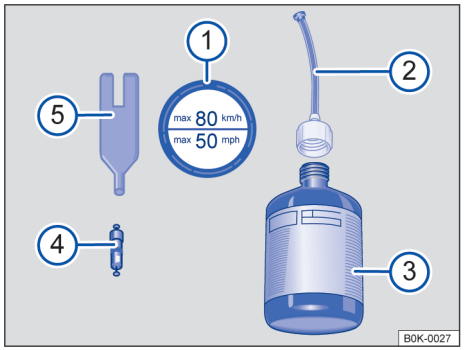

图 153 轮胎应急套件的组件（示意图）
轮胎应急套件由以下组件构成 →图 153：
① 打开/关闭开关
② 充气泵
③ 胎压表
④ 轮胎充气软管
⑤ 泄压按钮
⑥ 12 伏电缆插头
气门芯扳手 →图 153 ⑤ 的下端有一个适合气门芯大小的槽口。用于将气门芯从轮胎气门中拧出和重新拧入。该槽口同样适用于备用气门芯 ④。
10. 将轮胎应急套件中的贴签 →图 153 ① 粘贴到仪表板上驾驶员的视野范围内。
– 用气门芯扳手 →图 153 ⑤ 将气门芯从轮胎气门嘴中拧出，然后放置到干净的垫子上；
– 将补胎胶瓶 →图 153 ③ 用力来回摇晃几下；
– 将充胶软管 →图 153 ② 旋盖端顺时针方向牢固拧到补胎胶瓶上。封盖上的薄膜会被自动刺穿；
– 取下充胶软管 →图 153 ② 的密封塞，将开口端完全插到轮胎气门嘴上；
– 用气门芯扳手 →图 153 ⑤ 将气门芯重新拧入轮胎气门嘴中；